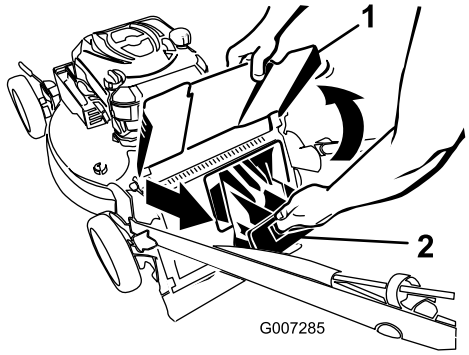

Figuur 20
2. Zet de grasgeleider omhoog en houd deze in deze positie (Figuur 20).
3. Verwijder de afsluiter van het achteruitwerpkanaal (Figuur 20).